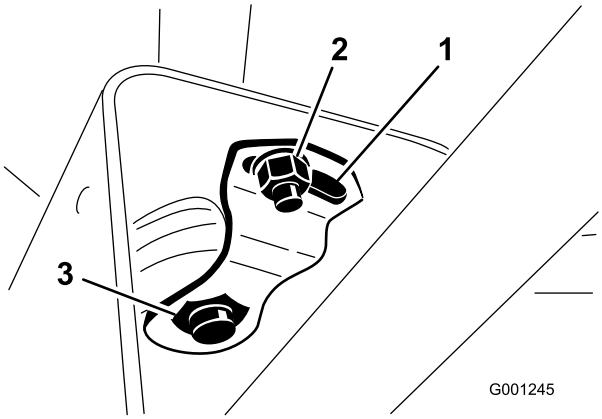

Figuur 70
2. Schuif de kap omhoog langs de stuuras zodat de draaibeugel zichtbaar wordt (Figuur 70).
3. Zet de kleine moer los en draai aan de draaibeugel totdat deze de grote moer eronder vastklemt (Figuur 70).